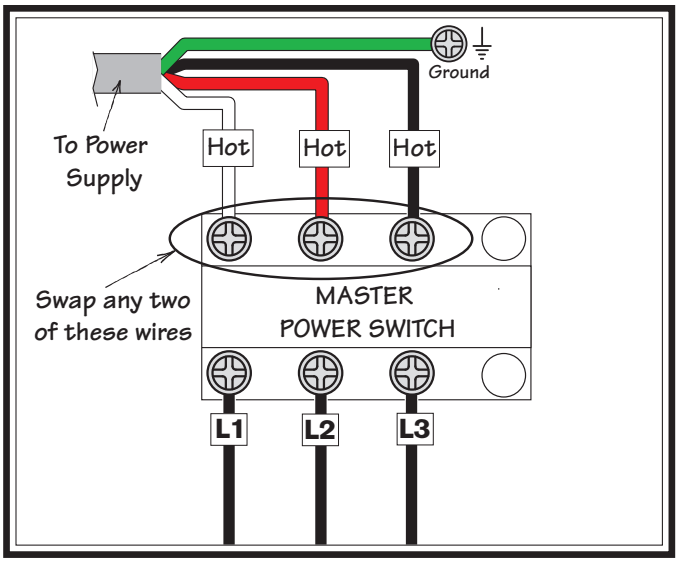

Figure 137. Swapping L1 and L2 power connections to correct out-of-phase wiring.
2. Open the electrical box and swap any two hot wires coming from the power supply, as illustrated in **Figure 137**.